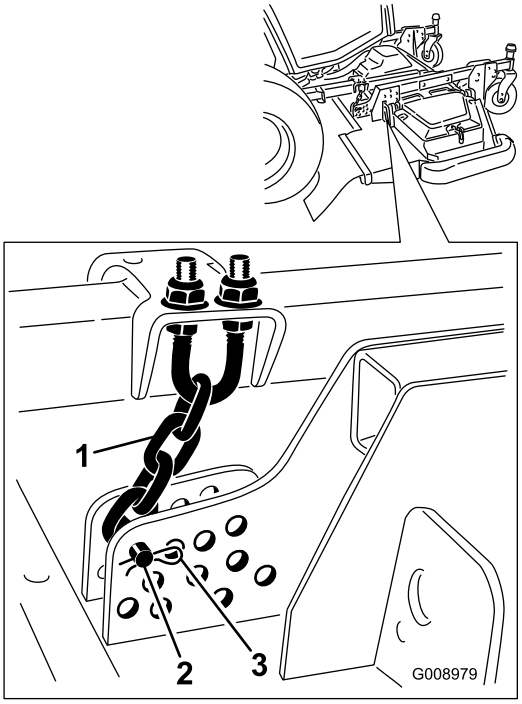

Figur 20
9. Ta bort den hårnålssprint och sprintbult som håller fast klipphöjdskedjorna på klippenhetens bakre del (Figur 20).